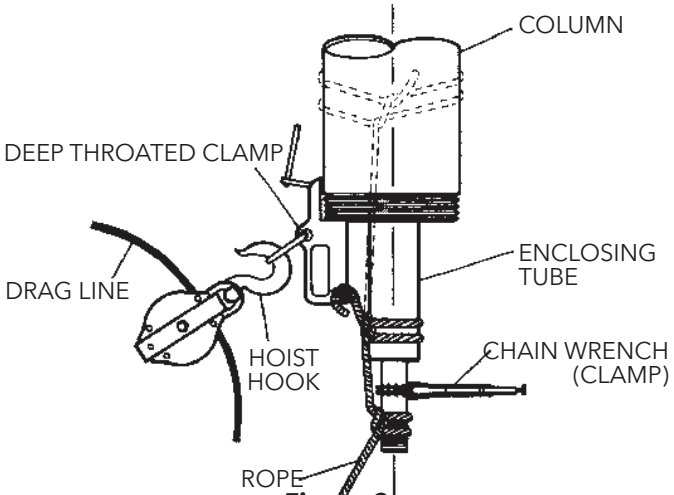

***Figure 8***
1. Insert tube (654) and shaft (646) sections into column section.
2. Place an elevator clamp near top of column just below and butt firmly against column pipe coupling (645). For flanged columns, place the elevator clamp just below the flange.
3. Attach a sling to hoist hook. Attach bottom of shaft (646) to column (644), by tying a tail rope to deep-throated clamp attached to bottom of column. (See Figure 8). Tie a clove hitch or double half hitch around the enclosing tube and then around the shaft in threaded area. Figure 8 also shows the alternate method (dotted lines).